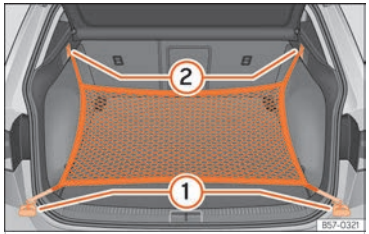

Fig. 176 In the luggage compartment: rings ① and hooks ② for attaching the net bag.
- Secure the short net hooks to the fastening rings ››› Fig. 176 ① ››› ⚠. The bag zip should be facing upwards.
- Secure the straps in the bag hooks ②.